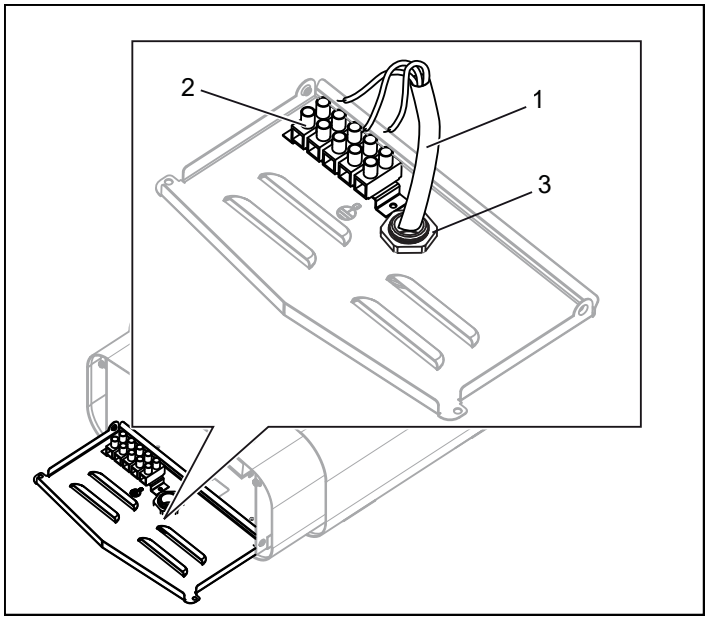
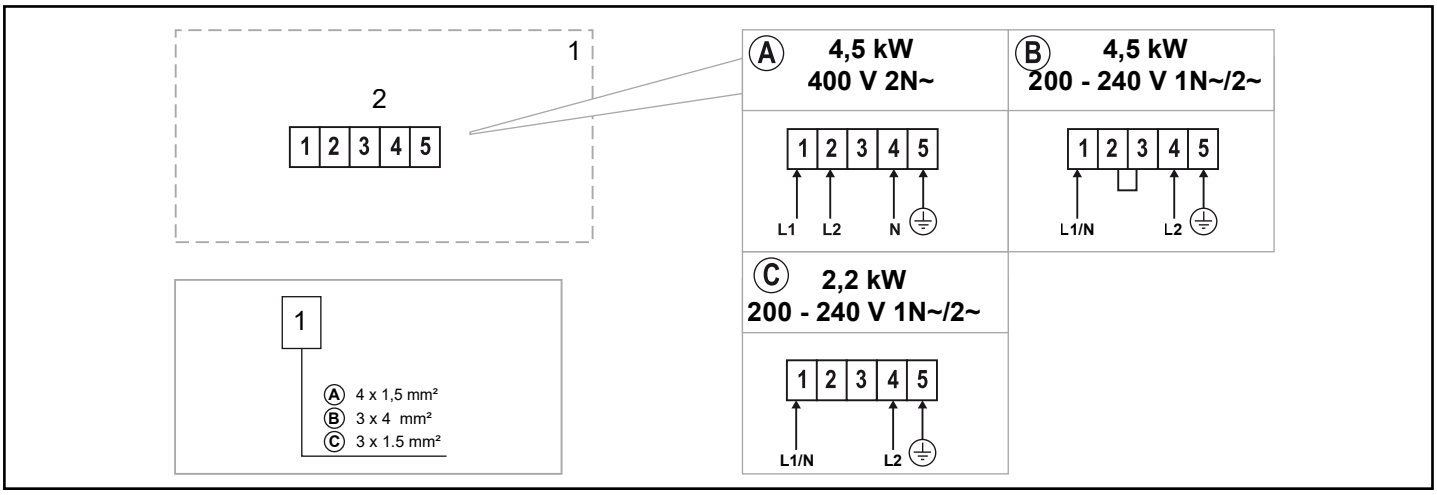

Рис. 6: Подключение
Рис. 15: Схема соединений
3. Подсоедините устройства для релаксации напряжения (3) и подключите электрический кабель (1) к клемме (2) (см. рис. 6) согласно схеме соединений (см. раздел «Подключение/Схема соединений», рис. 15).